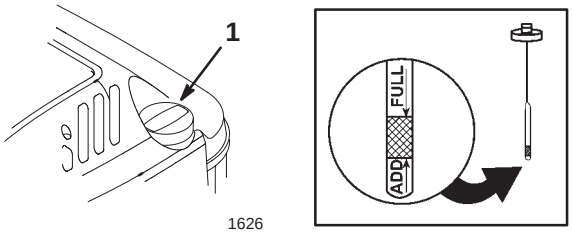

Figur 10
2. Gör rent runt oljestickan (figur 10).
6. Läs av nivån på oljestickan (figur 10).